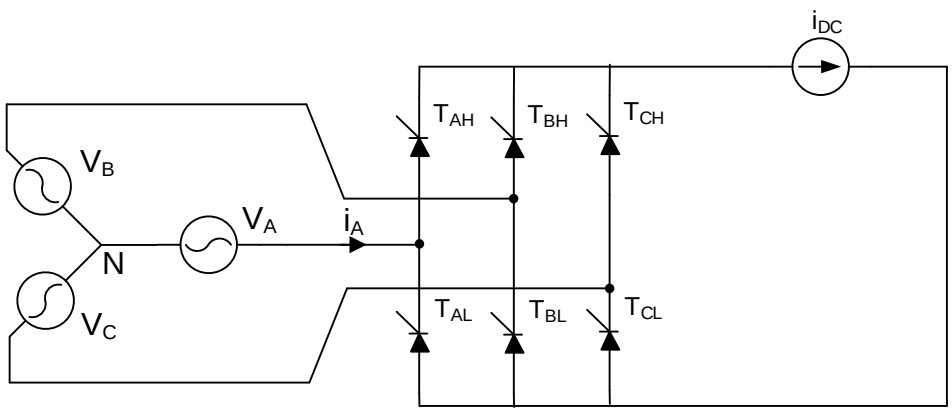

Figure 4.3
c) By considering the current source shown in Fig. 4.3, describes in your own words what happen to the power delivered by the AC source when the firing angle (α) exceed 90 degrees? *(5 pts)*